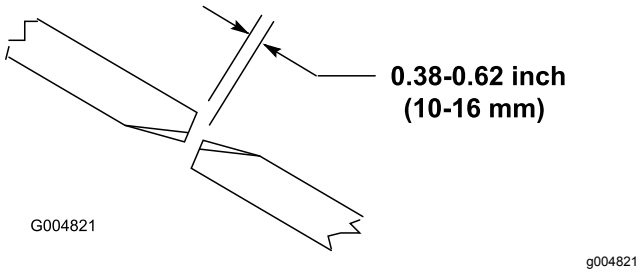

Figur 28
For at sikre at klippeenheden fungerer korrekt, skal der være et mellemrum på 10–16 mm mellem spidsen af yderste og midterste klippeenhedsknive (Figur 28).
2. Drej en kniv på den midterste klippeenhed og en tilstødende kniv på en udvendig klippeenhed, så knivspidserne står lige over for hinanden. Mål afstanden mellem knivspidserne. Den skal være cirka 10–16 mm (Figur 28).